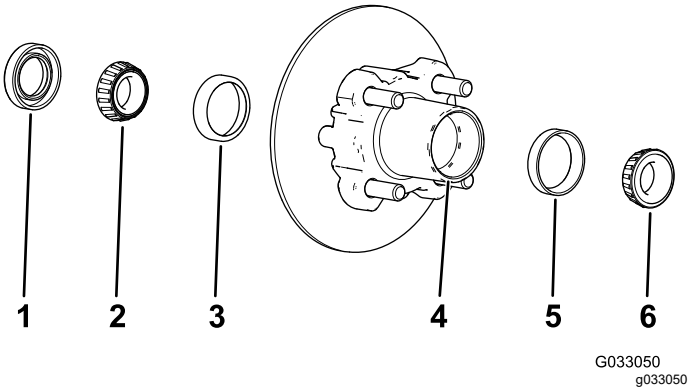

Figuur 36
1. Verwijder het buitenste lager en de loopring van het lager van de naaf (Figuur 36).
2. Verwijder de afdichting en het binnenste lager van de naaf (Figuur 36).
5. Verwijder alle vuil en vet uit de holte van de naaf (Figuur 36).
7. Vul de holte van de naaf voor 50 tot 80% met het aanbevolen smeermiddel (Figuur 36).
8. Monteer het binnenste lager op de loopring aan de binnenkant van de naaf en monteer de afdichting (Figuur 36).